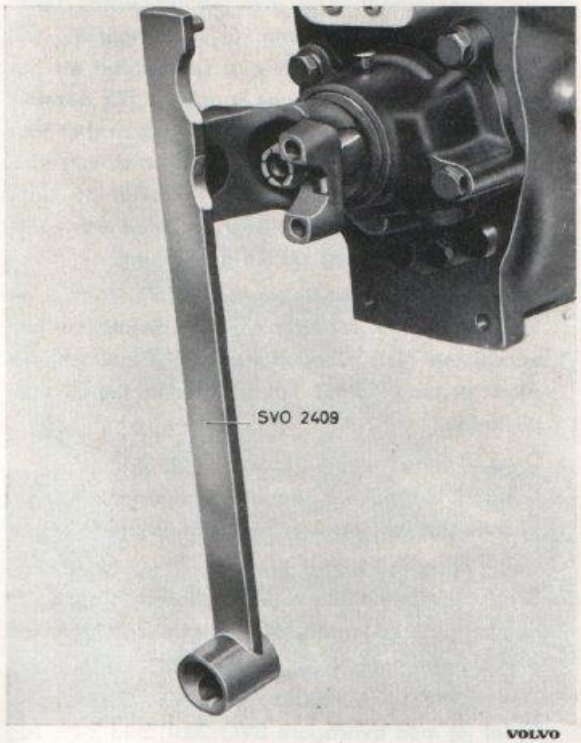
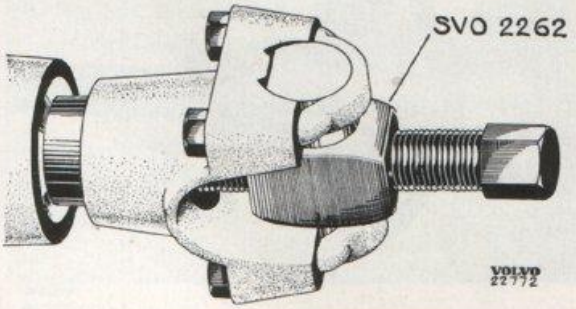

Bild 3-11. Mothåll för medbringare
Bild 3-12. Demontering av medbringare
2. Lossa muttern för medbringaren (19 plansch III-A). Använd därvid tappnyckel SVO 2409 som mothåll, se bild 3-11. Drag av medbringaren med avdragare SVO 2262, se bild 3-12.